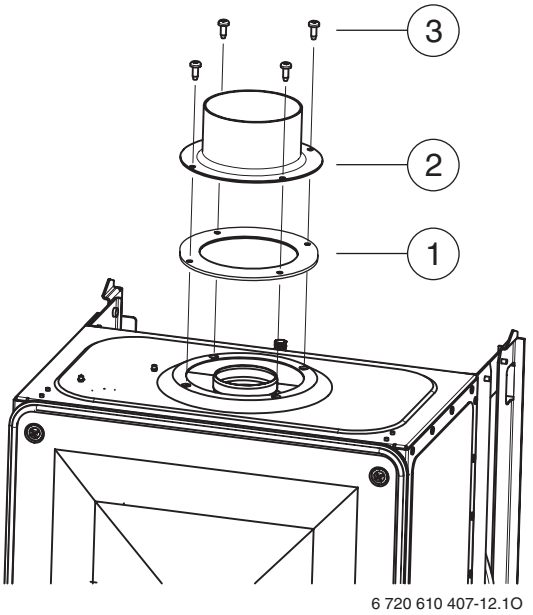

Fig. 11 Fissaggio dell'accessorio scarico fumi
- Fissare l'accessorio (nella direzione necessaria) e il diaframma con le 4 viti in dotazione all'accessorio stesso (fig. 11).